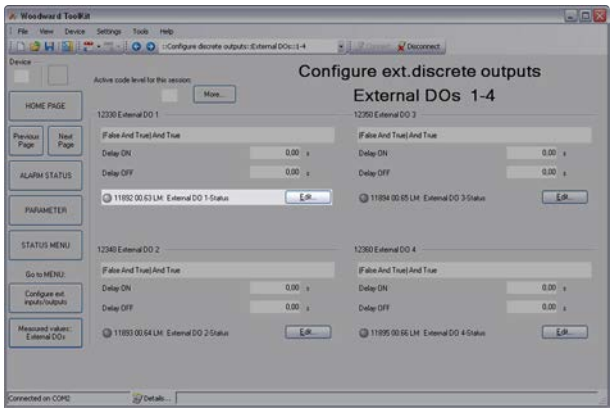

Fig. 216: Setup of external DOs
1. → Set up the external discrete outputs using the ToolKit screen shown in (Fig. 216).